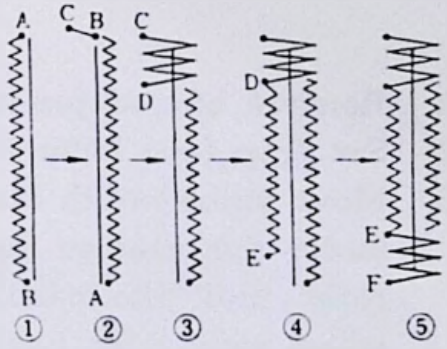

Fig. 26
(b) When the whole length of the buttonhole has been sewn as indicated in No. ① of Fig. 26, stop operating the machine just as the needle has moved from the left side of the cloth to the right side.